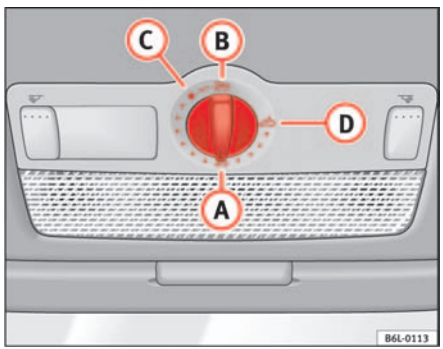

Fig. 53 Detail of the sunroof: rotary button for sliding/tilting sunroof
If the sliding/tilting roof has been opened again by the roll-back function, it can be closed only by pressing the rotary button at the front in position (A) ⇒ fig. 53 until the sliding/tilting roof has closed fully. **Please note that the sunroof will now close without the roll-back function.**